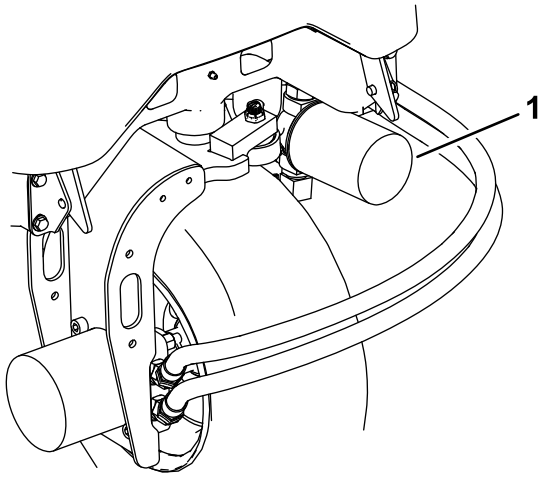
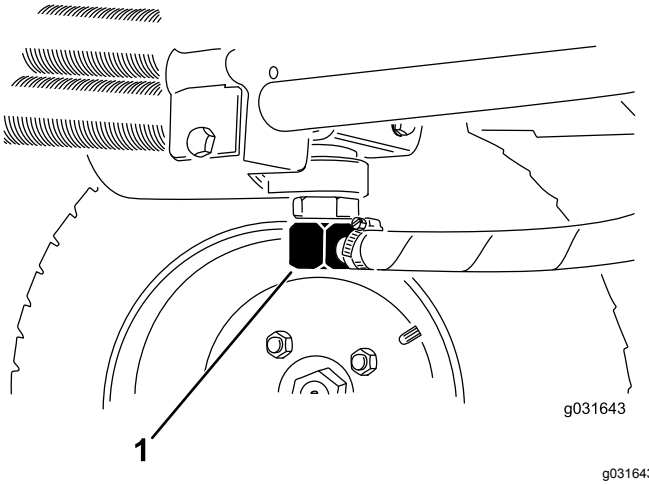

图 62
图 63
3. 清洁滤芯安装区周围的区域在滤芯下面放置一个放油盘然后拆下滤芯图 62。
2. 断开液压管线与油箱的连接或卸掉液压油滤芯让液压油流入放油盘图 62 和图 63。
3. 液压油停止排出时安装液压管线图 63。